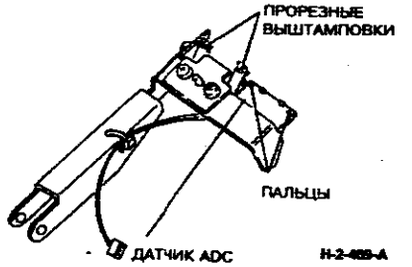

Рисунок 3. Установка датчика ADC
3. (Рисунок 3) Снимите датчик ADC.
2. (Рисунок 3) При установке датчика ADC совместите пальцы датчика с прорезными выштамповками держателя.